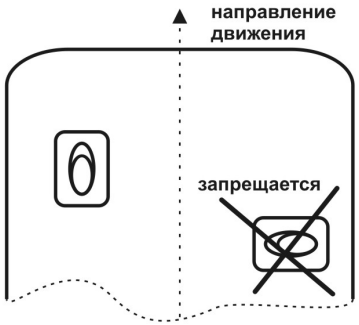

Рисунок 2.
- **установка антенны в поперечном направлении относительно движения (рисунок 2);**